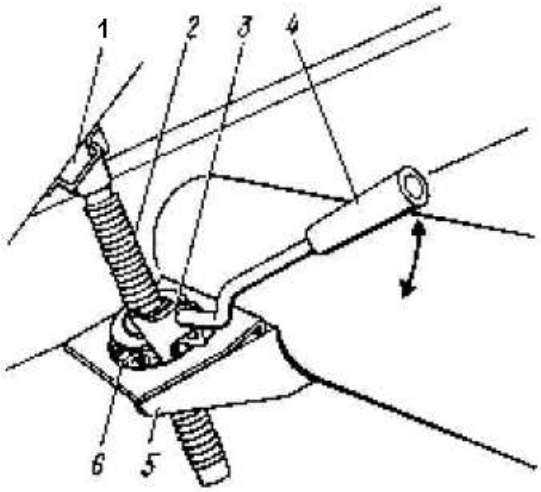

Рис. 16 Механизм подъема загрузчика
7.3.1. Положение загрузочного транспортера устанавливается с помощью механизма (рис. 16), состоящего из винтовой пары (винт 2 и гайка 6), сидящей в опоре 5. На наружной поверхности гайки 5 имеются зубья. На рукоятке 4 шарнирно закреплена собачка 3. Собачка перебрасывается относительно рукоятки влево или вправо, в зависимости от того, нужно ли опустить или подтянуть транспортер.